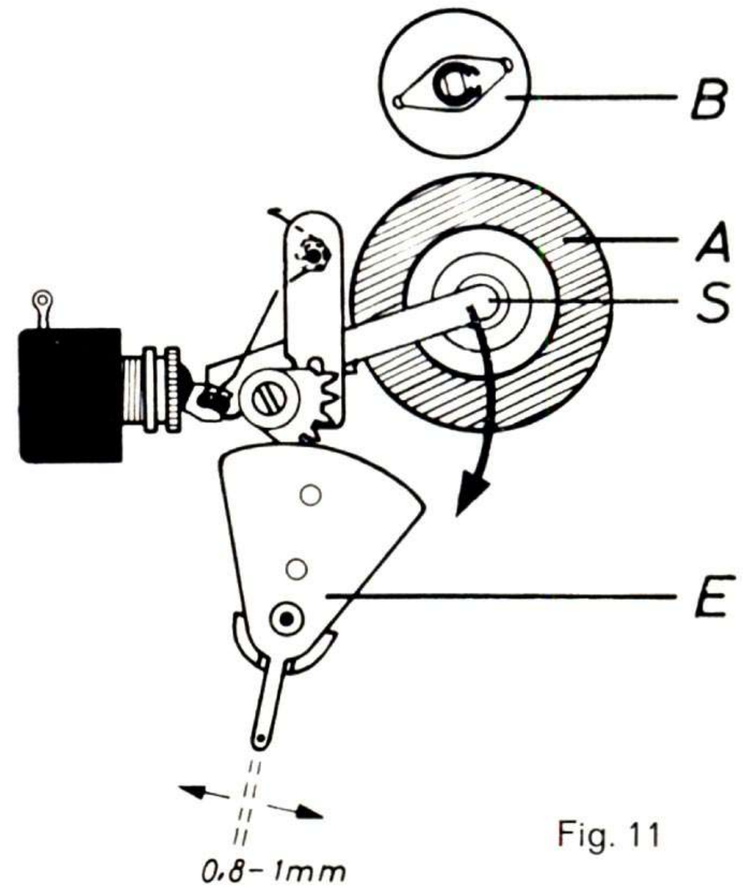

Fig. 11
1. Ober- und unterhalb des Reibrades (A) muß ein Gummischeibchen auf dem Lagerbolzen (R) sitzen.
2. Der am unteren Ende abgeflachte Lagerbolzen (R) muß in der Lagergabel einrasten.
3. Die Verzahnung des Mitnehmers (F) mit dem Schalthebel (E) anhand der Markierung in Eingriff bringen und in der Geschwindigkeitsstufe 2,38 cm/s ein Spiel von 0,8 bis 1 mm durch Verschieben des Justiersteges (H) einstellen. Mutter (G) festziehen und mit Lack sichern.
b) Reibrad gemäß Abb. 11.
1. Place on the bearing pin (R) one rubber washer each above and below the idler (A).
2. The non-circular lower end of the bearing pin (R) must be caught in the corresponding opening of the bearing yoke.
3. Engage the toothed sections of the driver (F) and the shift lever (E) by means of the markings and adjust, in the 15/16 ips position, a play of 0.8 to 1 mm (approx. 0.032 —0.04") by sliding the adjusting web (H). Tighten the nut (G) and secure it by applying some lacquer.
b) Idler according to fig. 11
1. Sur la tige (R) au-dessus et en dessous de la roue de friction (A) doit être posée une rondelle en caoutchouc.
2. La tige (R) qui est aplatie à son extrêmité inférieure doit encliqueter dans la fourche du palier.
3. La denture de l'entraîneur (F) doit engrener avec le levier de commutation (E). En position de 2,38 cms procurer un jeu de 0,8 à 1 mm par un déplacement du pont d'ajustement (H). Resserrer l'écrou (G) et sceller avec de la laque.
b) Roue à friction selon fig. 11